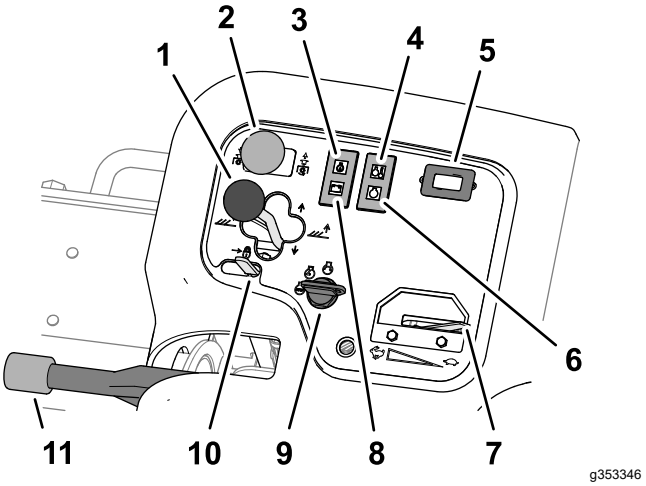

Figur 43
- Skub grebet til flytning af klippeenhederne fremad til positionen LOWER (sænk) for at sænke klippeenhederne til jorden (Figur 43).
Drevkontakten til klippeenheden (Figur 43) har to positioner: ENGAGE (aktiver) og DISENGAGE (deaktiver). Vippekontakten styrer en magnetventil på ventilrækken, der driver klippeenhederne.
Kontrollampen for olietryk (Figur 43) lyser, når olietrykket i motoren falder til under et sikkert niveau.
Temperaturadvarselslampen (Figur 43) lyser, hvis motorens kølevæsketemperatur er høj. Ved denne temperatur slukker klippeenhederne. Hvis kølevæsketemperaturen stiger yderligere 5,5 °C, slukker motoren for at undgå yderligere beskadigelse.
Timetælleren (Figur 43) angiver samlet antal timer af maskinbrug. Timetælleren begynder at tælle, så snart tændingen er tændt.
Gløderørskontrollampen (Figur 43) lyser, når gløderørene er aktiverede.
Skub gashåndtaget (Figur 43) fremad for at øge motorens hastighed og tilbage for at mindske motorens hastighed.
Generatorlampen (Figur 43) slukker, når motoren kører. Hvis generatorlampen lyser, mens motoren kører, skal du kontrollere opladningssystemet og reparere det efter behov.
Brug tændingskontakten (Figur 43) til at lade motoren køre og lygterne være tændte. Tændingskontakten har 3 positioner:
Flyt løftegrebslåsen (Figur 43) bagud for at forhindre klippeenhederne i at falde ned.
Når motoren er slukket, skal du aktivere parkeringsbremsen (Figur 43) for at undgå, at maskinen bevæger sig ved et uheld. For at aktivere parkeringsbremsen skal du trække op i håndtaget. For at deaktivere bremsen skal du trykke håndtaget ned.